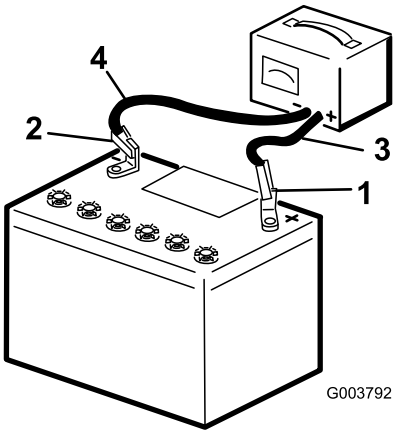

Figura 78
3. Conecte el cable negativo del cargador de la batería al borne negativo de la batería (Figura 78).
5. Cuando la batería esté completamente cargada, desconecte el cargador de la fuente eléctrica, luego desconecte los cables del cargador de los bornes de la batería (Figura 78).